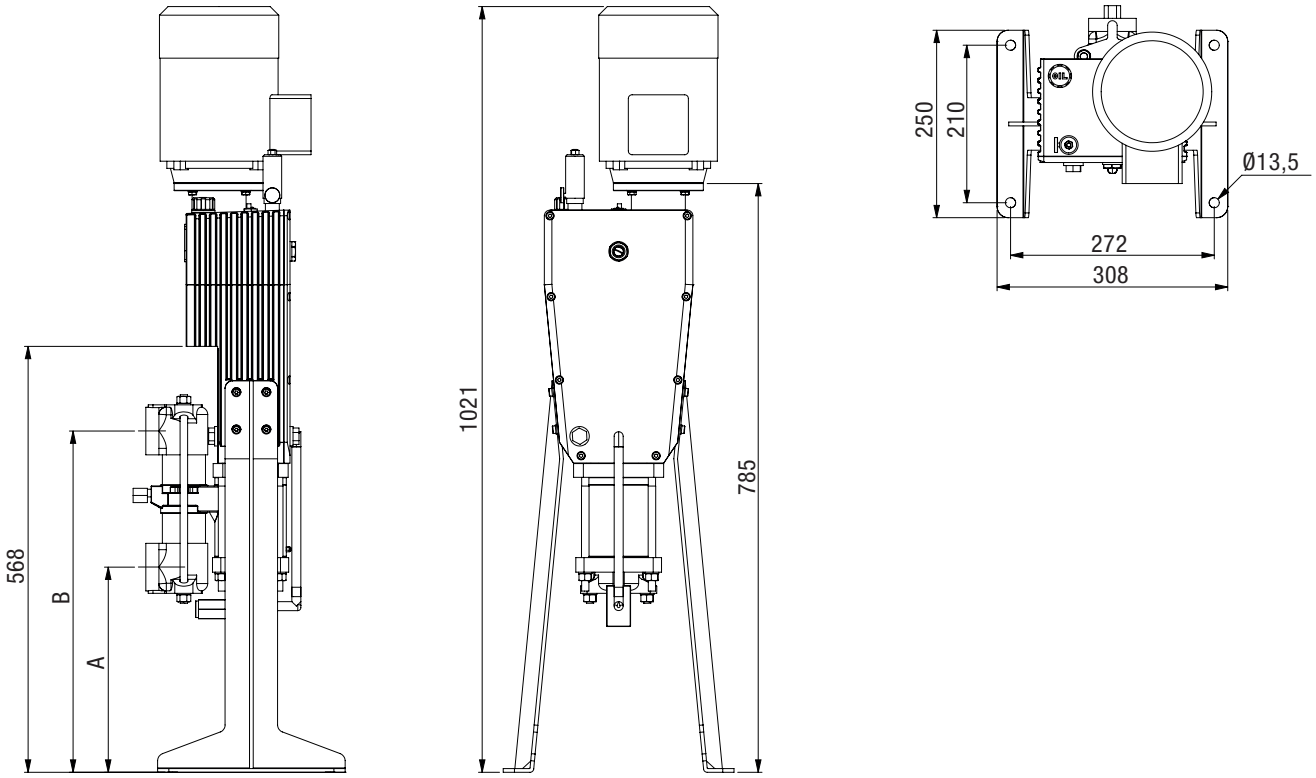

Abb. 6: Maßbild MEMDOS KMS LB/LA
- Standardmäßig werden die Dosierköpfe in eine bestimmte Richtung montiert (siehe „Abb. 6: Maßbild MEMDOS KMS LB/LA“ auf Seite 16). Die Dosierkopfgrößen 1,5“ und 2“ können zusätzlich in die entgegengesetzte Richtung montiert werden.